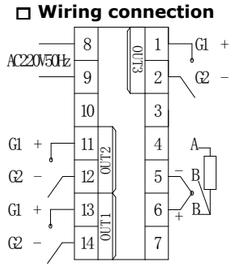

Figure 1
1. Figure 1 is for SCR zero-crossing (or phase-shift) controller: OUT1 and OUT2 are both outputs, OUT3 is alarm output.